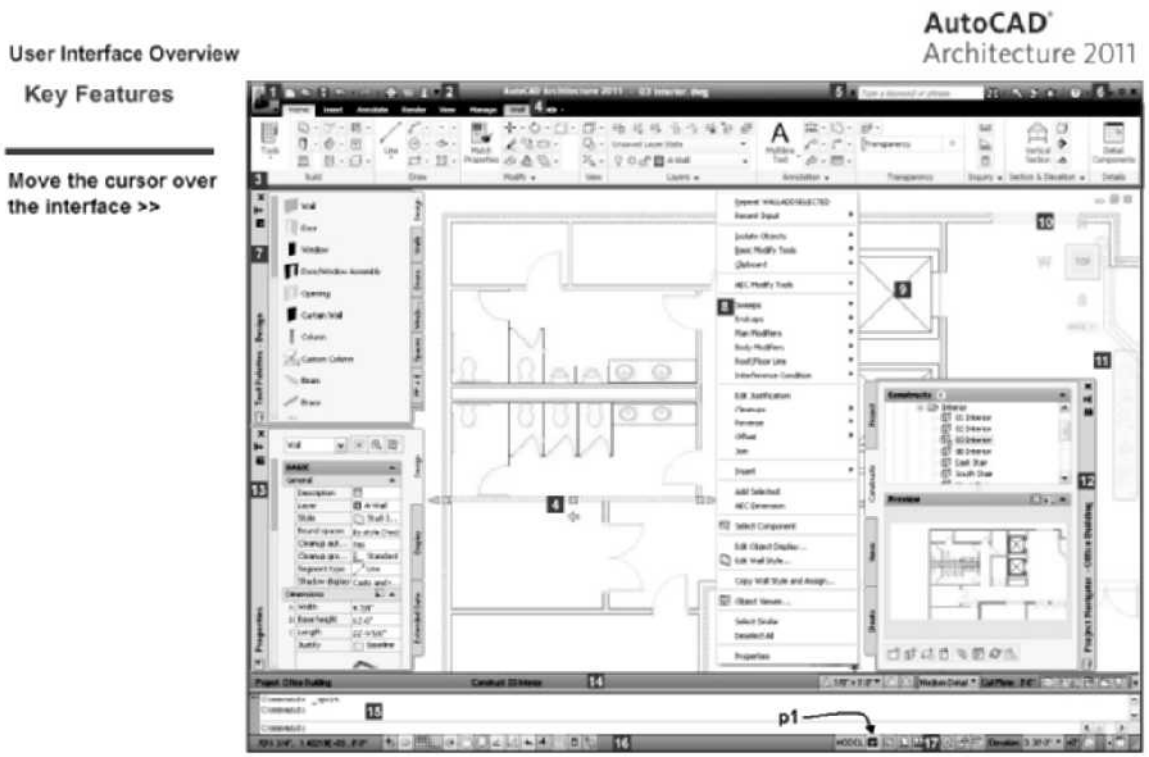

FIGURE 1.31 *User Interface Overview screen*
2. Select the Maximize button in the AutoCAD Architecture User Interface Overview window. Move the cursor over each of the workspace components shown in Figure 1.31. Read the description displayed at left for the component.
6. Verify that the **Model** is selected from the Application status bar as shown at **p1** in Figure 1.31.